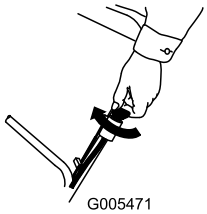
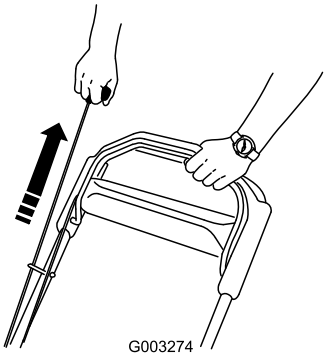

Figur 16
Figur 17
2. Drej tændingsnøglen (kun model 20796) (Figur 16), eller træk i tilbageslagsstarthåndtaget (Figur 17).